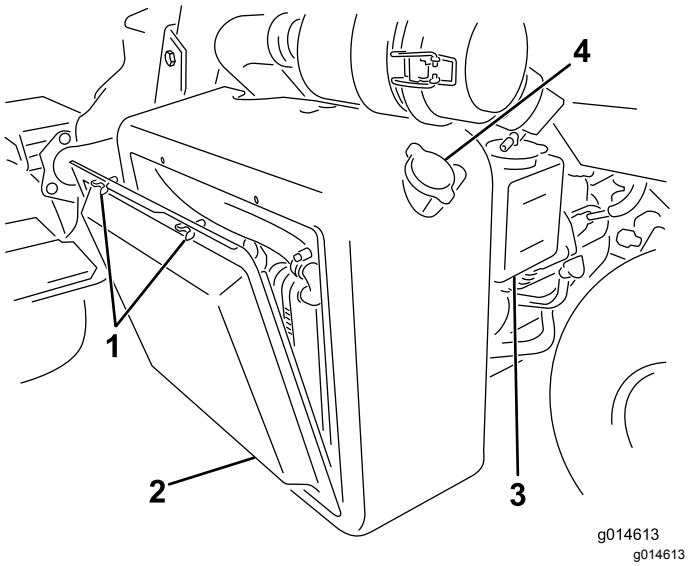
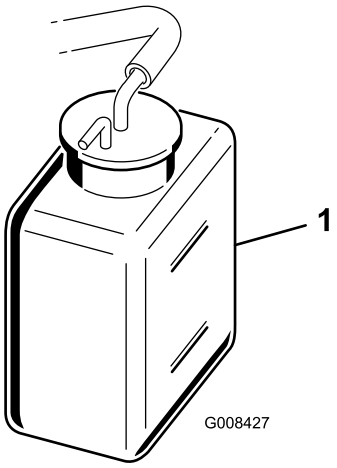

Figuur 40
Figuur 41
1. Verwijder het radiateurscherm (Figuur 40).
2. Controleer het koelvloeistofpeil (Figuur 40 en Figuur 41).